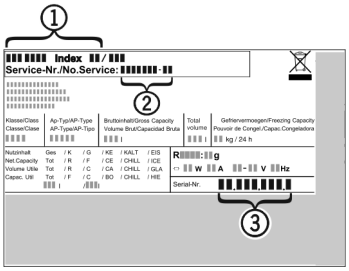

Fig. 11
▶ Gerätebezeichnung *Fig. 11 (1)*, Service-Nr. *Fig. 11 (2)* und Serial-Nr. *Fig. 11 (3)* vom Typenschild ablesen. Das Typenschild befindet sich an der linken Geräteinnenseite.
▶ Den Kundendienst benachrichtigen und den Fehler, Gerätebezeichnung *Fig. 11 (1)*, Service-Nr. *Fig. 11 (2)* und Serial-Nr. *Fig. 11 (3)* mitteilen.